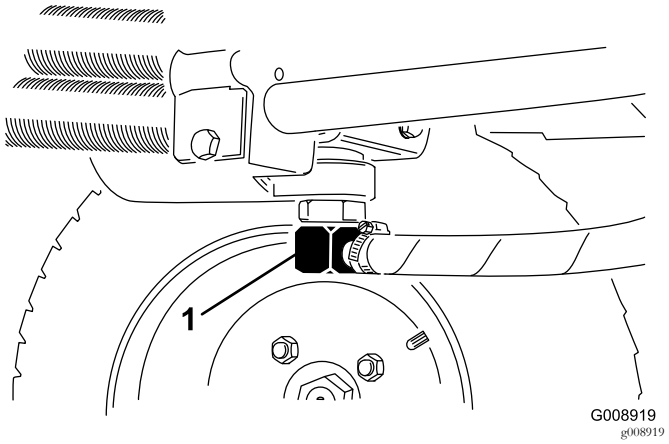
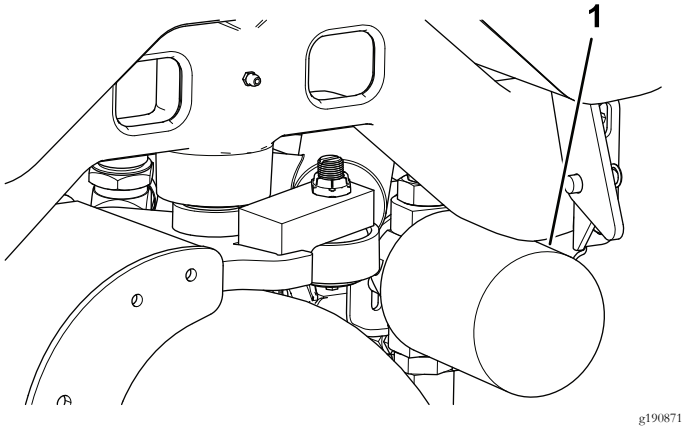

Figuur 74
Figuur 75
2. Maak de hydraulische leiding (Figuur 74) los of verwijder het hydraulische filter (Figuur 75) en laat de hydraulische vloeistof in een opvangbak lopen.
4. Plaats een opvangbak onder het filter (Figuur 75) en verwijder het filter.